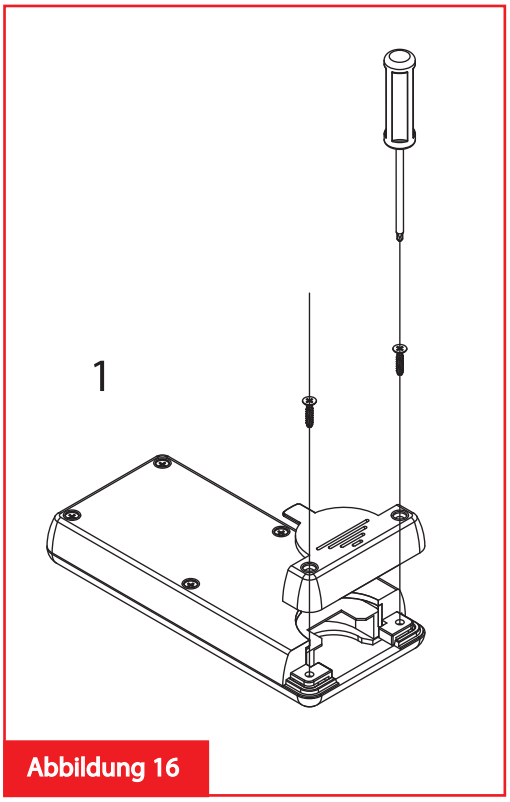

Abbildung 16
1. Durch einen kleinen Schraubenzieher die 2 Schrauben vom Batterie-Gehäuse abschrauben (Abbildung 16)